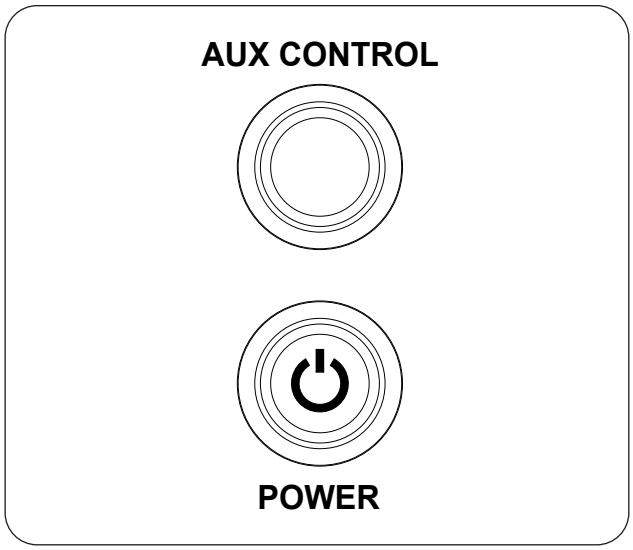

Fig. 46-1 Opération manuelle:
1. Localisez le panneau de commande sur le côté de l'appareil (reportez-vous à la LISTE DES PIÈCES D'IDENTIFICATION si nécessaire), et identifiez les boutons **AUX CONTROL** et **POWER** (voir Fig. 46-1).
Pour éteindre le brûleur (le système restera allumé), appuyez sur le bouton **AUX CONTROL** (voir Fig. 46-1).
Pour arrêter le brûleur et le système (arrêt total), appuyez sur le bouton **POWER (voir Fig. 46-1).**